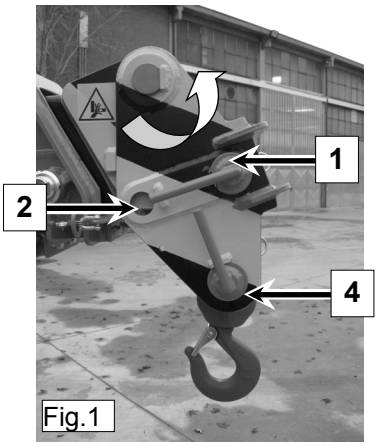
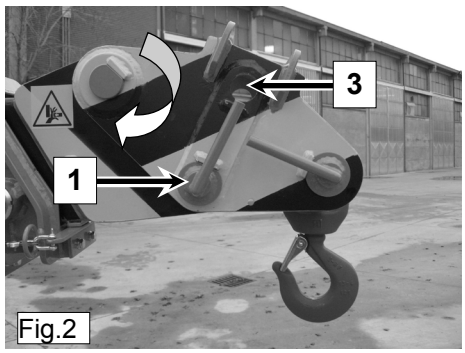

Fig.1
Fig.2
***To change the inclination (from position in Figure 1 to that in Figure 2) operate as follows:***
2. Rotate the head by hand as indicated in Figure 1 until the hole (Position 2) coincides with the boom hole.
***To change the inclination (from position in Figure 2 to that in Figure 1) operate as follows:***
2. Rotate the head by hand as indicated in Figure 2 until the hole (Position 3) coincides with the boom hole